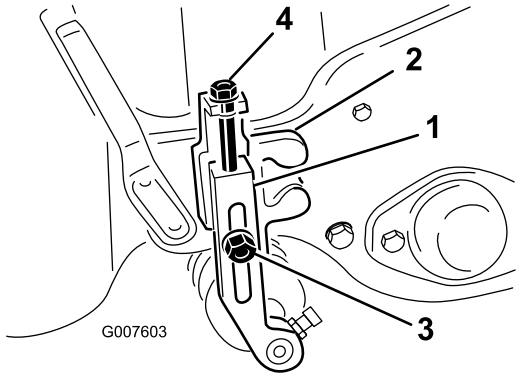

Figura 51
2. Desaperte as porcas de aperto que prendem os braços da altura de corte para a altura de corte (Figura 51).